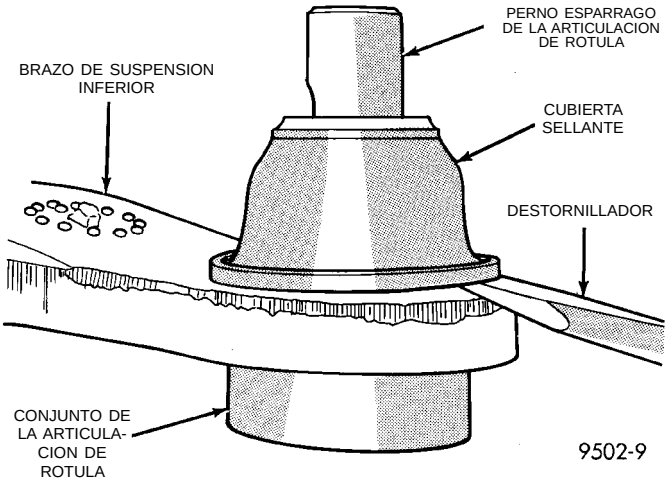

Fig. 67 Desmontaje de la cubierta sellante de la articulación de rótula
(1) Con un destornillador u otra herramienta apropiada, haga palanca sobre la cubierta sellante para extraerla del conjunto de la articulación de rótula (Fig. 67).